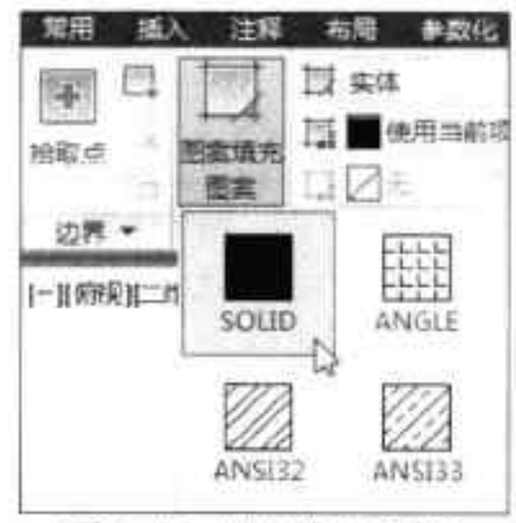

图6-89 选择填充图案
Step16 执行“图案填充”命令，在“图案填充创建”功能面板中选择合适的填充图案，如图 6-89 所示。